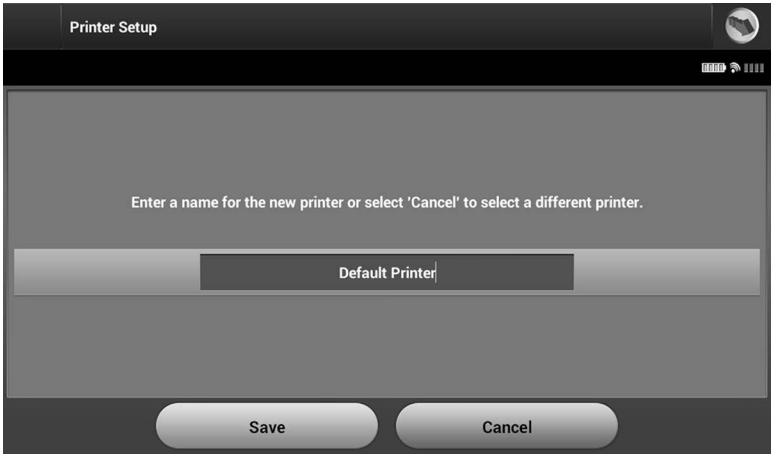

Figure 11: *Use the on-screen keyboard to enter a name for the selected printer*
4. Select the desired printer from the list and enter the name using the on-screen keyboard (up to 15 characters). A unique printer identifier should appear with the printer selection (Figure 11).